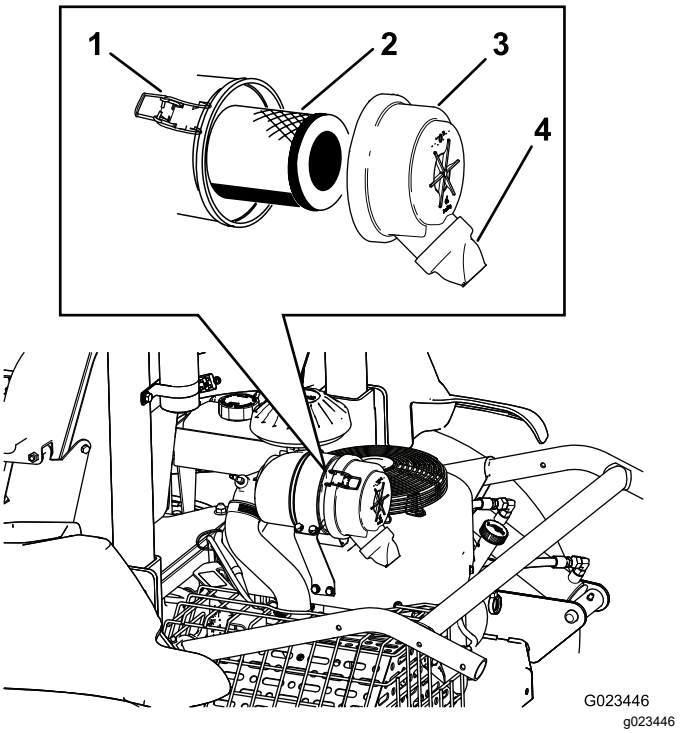

Figuur 40
2. Maak de sluitingen los waarmee het deksel van het luchtfilter is bevestigd aan het luchtfilterhuis (Figuur 40).